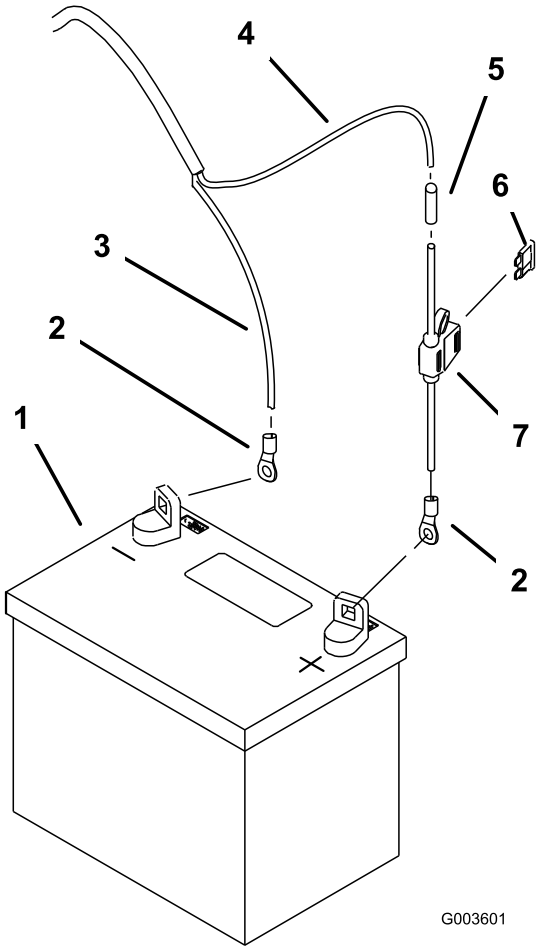

Figure 4
1. Install the black wire to the fuse holder with a splice connector (Figure 4).
2. Install the ring terminal to the end of the fuse holder and the white wire (Figure 4).
3. Install the white wire to the negative battery terminal and install the fuse holder to the positive battery terminal (Figure 4).
5. Install the fuse into the fuse holder (Figure 4).
6. Install the white wire ring terminal to the negative post on the battery (Figure 4).
7. Install the fuse holder ring terminal to the positive post on the battery (Figure 4).